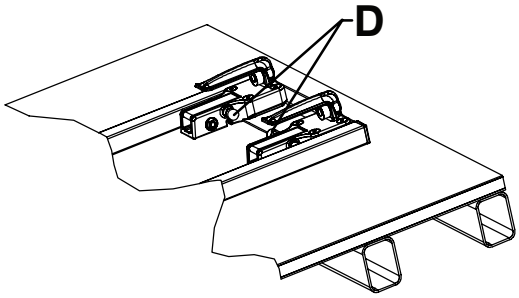

Rysunek 11 – Prawidłowa orientacja haków po stronie wezgłowia - Widok 4C
- Czerwone pokrętła zwalniające muszą być skierowane do środka zakotwienia (Rysunek 11).